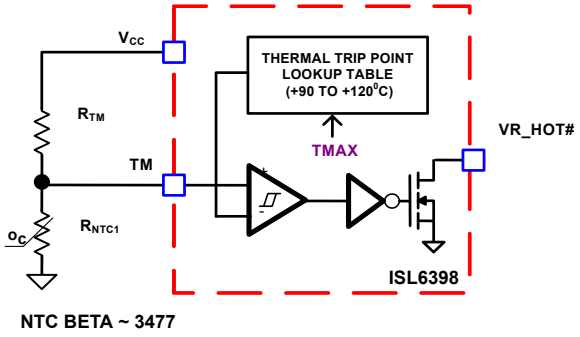
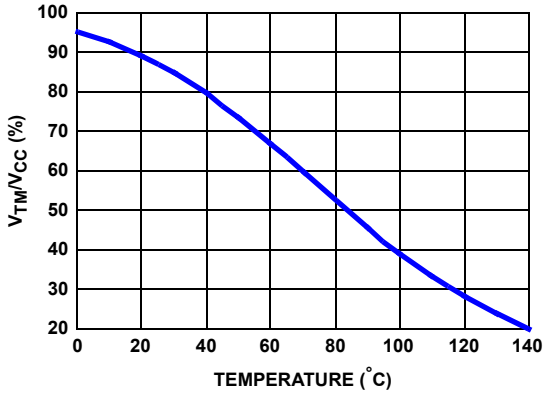

FIGURE 20. BLOCK DIAGRAM OF THERMAL MONITORING FUNCTION
FIGURE 21. THE RATIO OF TM VOLTAGE TO NTC TEMPERATURE WITH RECOMMENDED PARTS
The block diagram of thermal monitoring function is shown in Figure 20. One NTC resistor should be placed close to the respective power stage of the voltage regulator VR to sense the operational temperature, and pull-up resistors are needed to form the voltage dividers for the TM pins. As the temperature of the power stage increases, the resistance of the NTC will reduce, resulting in the reduced voltage at the TM pin. Figure 21 shows the TM voltage over the temperature for a typical design with a recommended 6.8kΩ NTC (P/N: NTHS0805N02N6801 from Vishay, b = 3477) and 1kΩ resistor $R_{TM}$. It is recommended to use those resistors for the accurate temperature compensation since the internal thermal digital code is developed based upon these two components. If a different value is used, the temperature coefficient must be close to 3477 and $R_{TM}$ must be scaled accordingly. For instance, NTC = 10kΩ (b = 3477), then $R_{TM}$ should be 10kΩ/6.8kΩ*1kΩ = 1.47kΩ.
There is a comparator with hysteresis to compare the TM pin voltage to the threshold set by the TMAX register (programmable via PMBus E8[2:0]) for VR_HOT# signal. With TMAX set at +100°C, the VR_HOT# signal is pulled to GND when TM voltage is lower than 39.12% of $V_{CC}$ voltage, and is open (pulled high through TM) when TM voltage increases to above 40.98% of $V_{CC}$ voltage. The comparator trip point will be programmable by TMAX values. Figure 21 shows the operation of those signals.
Based on the $V_{CC}$ voltage, the ISL6398 converts the TM pin voltage to a 6-bit TM digital signal for temperature compensation. With the non-linear A/D converter of ISL6398, the TM digital signal is linearly proportional to the NTC temperature. For accurate temperature compensation, the ratio of the TM voltage to the NTC temperature of the practical design should be similar to that in Figure 21.
When a different NTC type or different voltage divider is used for the TM function, the TCOMP voltage can also be used to compensate for the difference between the recommended TM voltage curve in Figure 21 and that of the actual design. If the same type NTC ($\beta$ = 3477) but different value is used, the pull-up resistor needs to be scaled, as shown in Equation 20:
1. Properly choose the voltage divider for the TM pin to match the TM voltage vs temperature curve with the recommended curve in Figure 21.